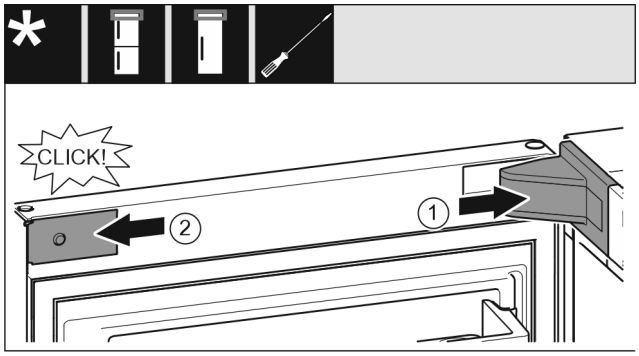

Fig. 25
- ▶ Coloque la cubierta del soporte del cojinete *Fig. 25 (1)* y encájela en su sitio, separándola con cuidado si es necesario.
- ▶ Coloque la tapa ciega *Fig. 25 (2)* lateralmente y encájela.